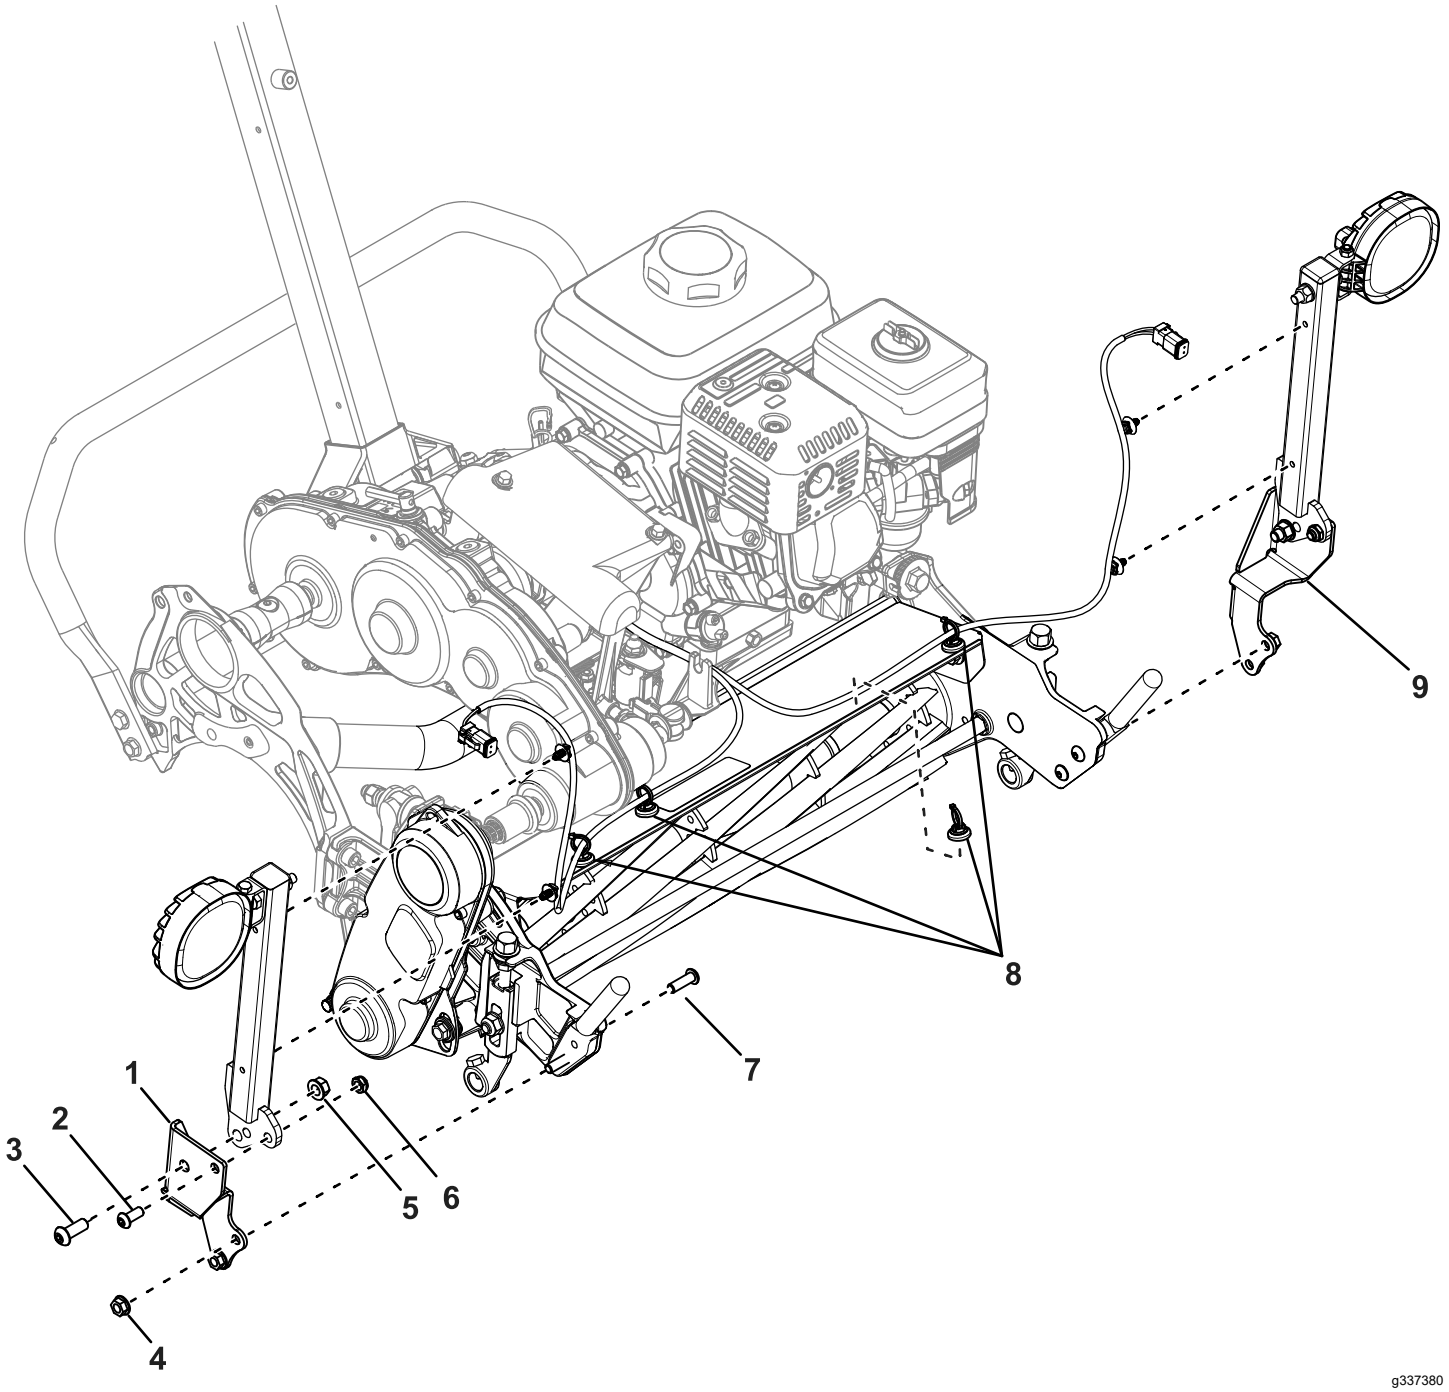

Figur 2
1. Anvend 2 unbrakoskruer (5/16"), 2 låsemøtrikker, 2 unbrakoskruer (⅜") og 2 flangemøtrikker (⅜") for at fastgøre lygtemonteringsenhederne til monteringsbeslagene (Figur 2).
3. Anvend 4 bolte og 4 flangemøtrikker (5/16") til at fastgøre monteringsbeslagene på klippeenhedens opsamlermonteringsenheder (Figur 2).
4. Monter monteringsenhederne til ledningsnettet på de steder, der er vist i Figur 2.